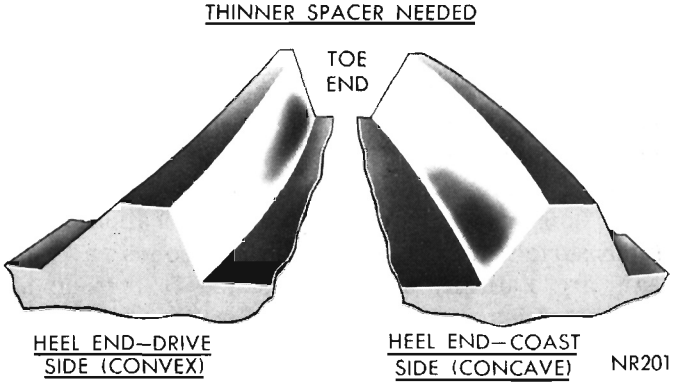
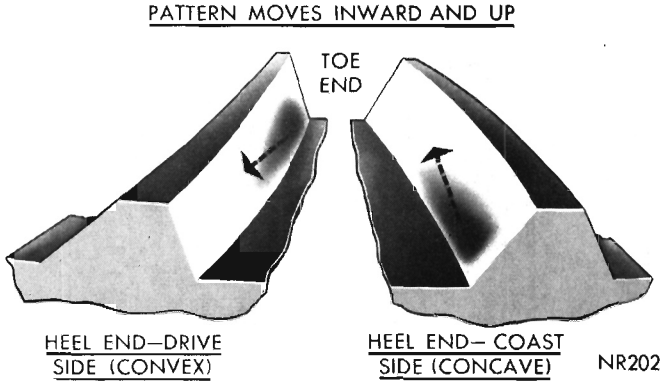

Fig. 35—Incorrect Tooth Contact Pattern (Decrease Shim Pack Thickness)
Fig. 36—Effect on Tooth Contact Pattern as Shim Pack Thickness is Decreased
(4) If after observing the contact pattern and you find it resembles that in (Fig. 35), the drive pinion is too close to the ring gear, the pattern will appear low on the toe on drive side and low heel contact on coast side. To correct this type tooth contact pattern, decrease the thickness of shim pack located behind the rear pinion bearing cup (Fig. 36), which will cause the low toe contact on drive side to raise and move toward the heel; low heel contact on coast side will raise and move toward the toe.